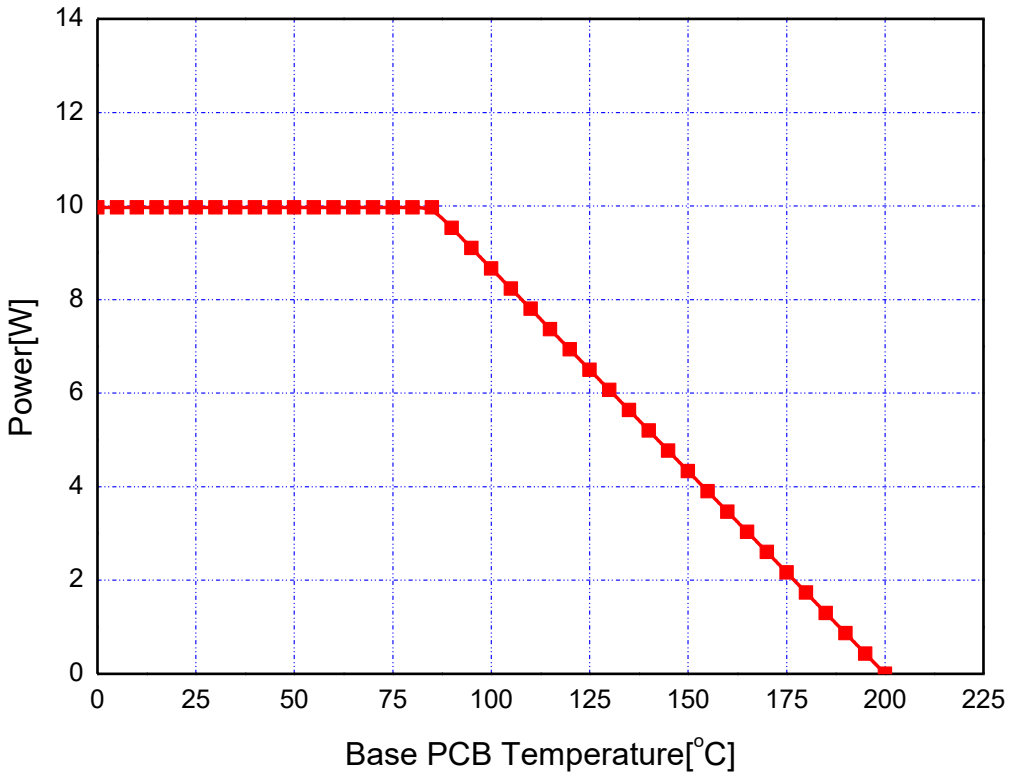

**Figure 2. Power Derating Curve**
***Figure 2*** shows the maximum allowable average power (Maximum input power, CW) of the CXD25P02 depending on base PCB temperature changes. The maximum allowable average power of the CXD25P02 is limited by the following power derating curve.